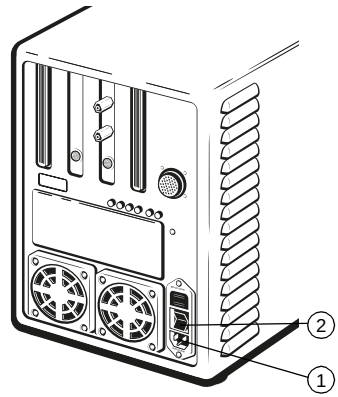

Abbildung 3-8. Anschließen des Netzkabels
2. Stecken Sie den Gerätestecker des Netzkabels in den entsprechenden Anschluss (1) an der Rückseite des Grundgeräts ein (siehe Abbildung 3-8) und den Netzstecker des Netzkabels in eine Steckdose. Stellen Sie den Netzschalter (2) des Grundgeräts auf die Position „EIN“.